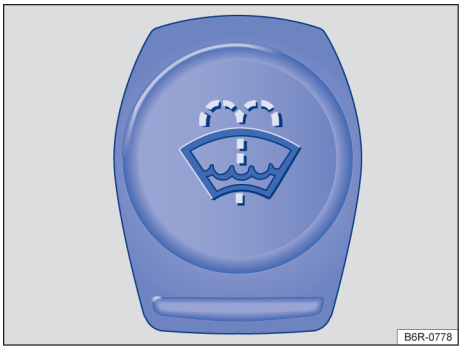

图 130 发动机舱内：车窗玻璃清洗液储液罐盖
– 风窗清洗液储液罐可通过罐盖上的符号 识别→ 图 130。